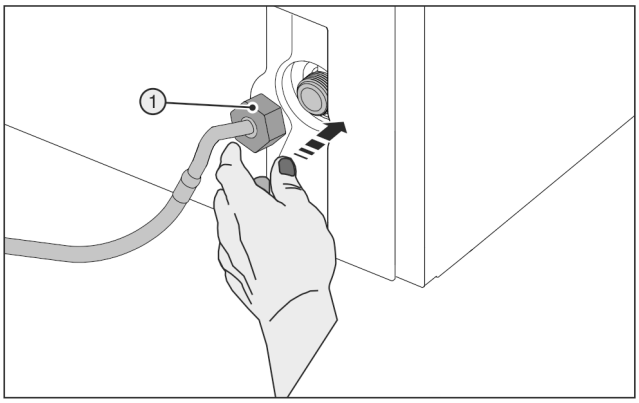

Fig. 29
▶ Mutter *Fig. 29 (1)* vorsichtig ansetzen und gerade auf Gewinde schrauben.
▶ Mutter *Fig. 29 (1)* vorsichtig ansetzen und mit zwei Fingern gerade auf Gewinde schrauben, bis ein sicherer, fester Sitz erreicht ist.
▶ Mutter *Fig. 29 (1)* mit Hilfswerkzeug *(5)* im Uhrzeigersinn festziehen bis maximales Drehmoment erreicht ist und Hilfswerkzeug *(5)* überdreht.